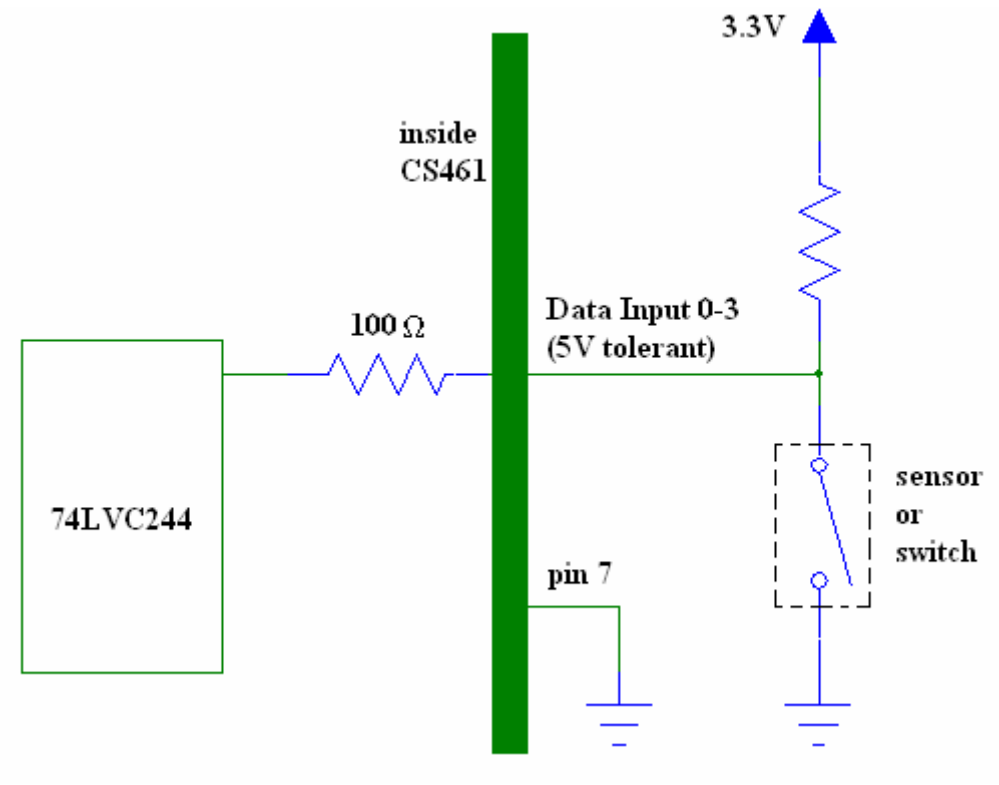

Figure 2-5
b) Input ports are internally connected to inputs of 74LVC244 via 100Ω resistors. (See Figure 2-5)